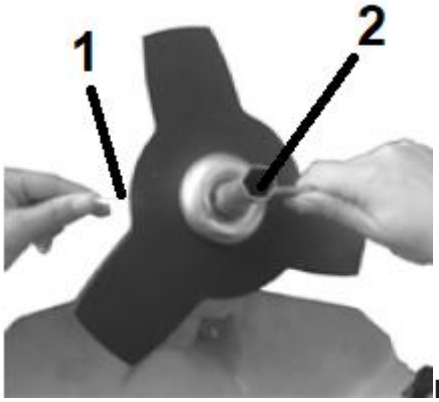

Rys. 8
5. Dokręć wszystko załączonym kluczem nasadowym (do świec) (Rys. 8, poz. 2), wyjmij klucz imbusowy(Rys. 8, poz. 1).
1. Włóż klucz imbusowy (Rys. 8, poz. 1) w otwór pierścienia
2. Odkręć nakrętkę kluczem do świec (Rys. 8, poz. 2)